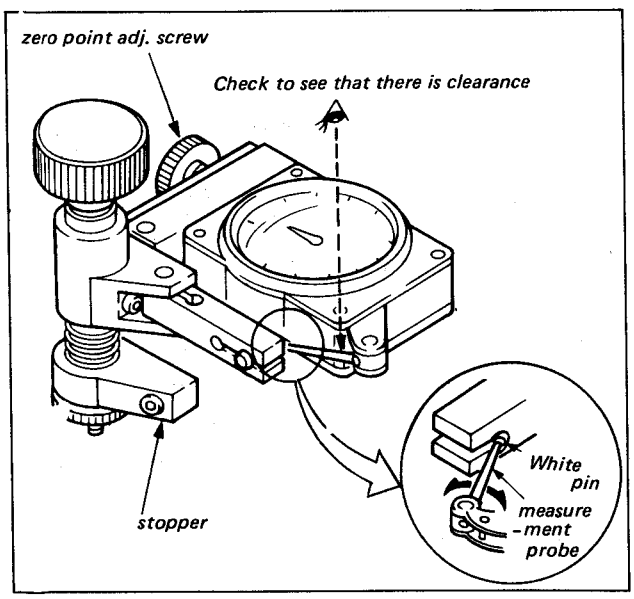

Fig. 9-2. Adjustment of the jig
2. Check to see that the tip of the probe of the jig is at the center of the white plastic pin inserted in the measurement arm. If not, bend the probe in the direction shown by the arrows in Fig. 9-2.
3. Turn the zero point adjusting screw of the jig fully counter-clockwise. Attach the jig to the lower drum while holding the stopper (shown in Fig. 9-2.) to the lower side of the lower drum.